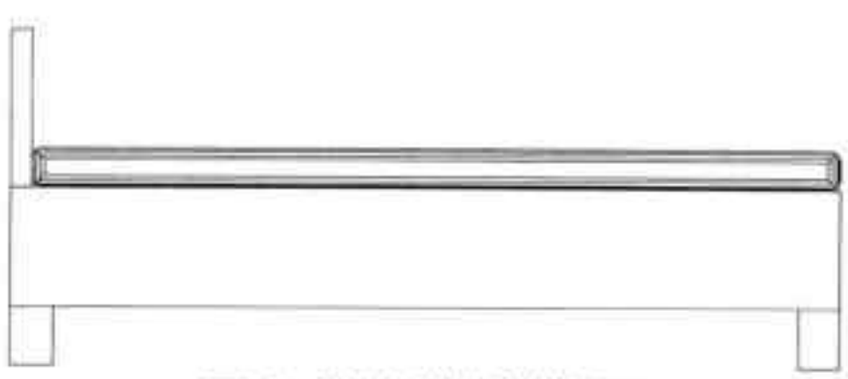

图14-63 绘制靠背横截面
Step10 将视图设为“后视图”，执行“矩形”命令，绘制床靠背横截面，如图 14-63 所示。